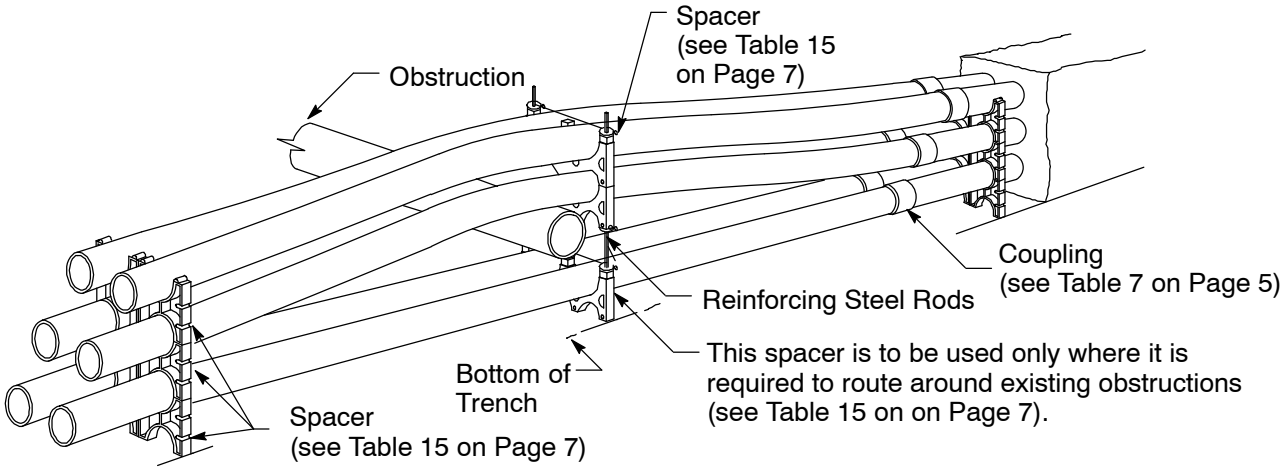
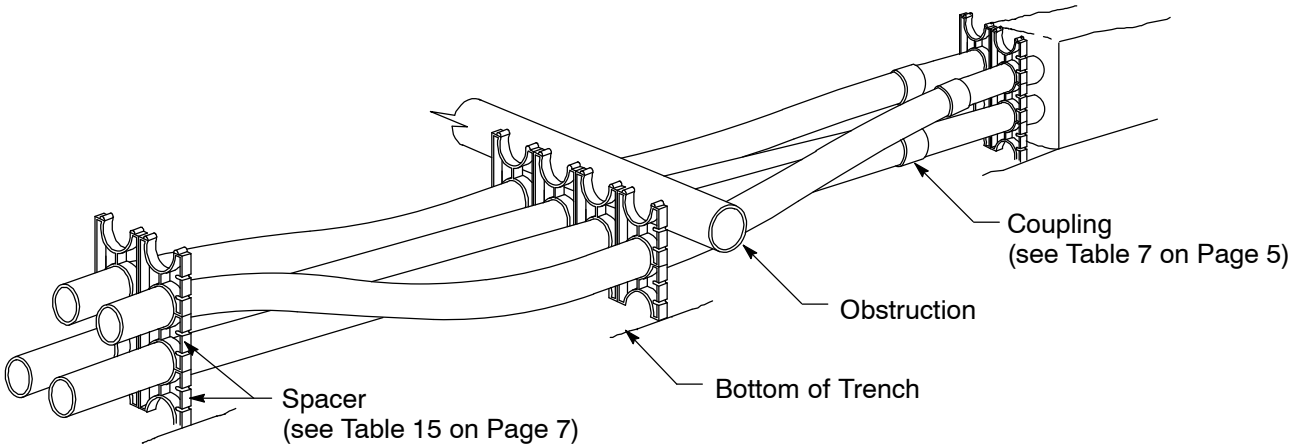

Figure 34
Figure 35
8. When crossing obstructions, such as shown in Figure 34 and Figure 35 on Page 18, maintain 6-inch minimum separation.